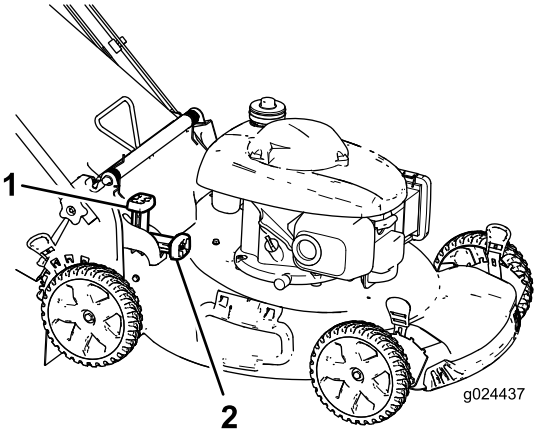

Figura 15
- **Para ensacar los recortes de hierba y hojas**, presione el botón de la palanca de ensacado a demanda y mueva la palanca hacia delante hasta que salte el botón de la palanca (Figura 15).